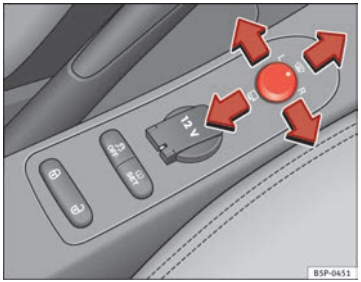

Fig. 86 Controls of exterior mirrors
1. Turn knob ⇒ fig. 86 to position **L** (**left exterior mirror**).
– Turn the control ⇒ fig. 86 to position to fold in the exterior mirrors. You should always fold in the exterior mirrors if you are driving through an automatic car wash. This will help prevent damage.